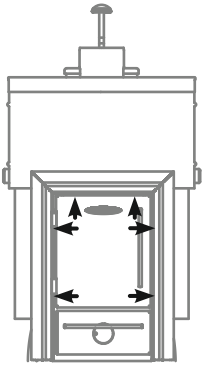

Рисунок 9. Место установки саморезов
1) открутить саморезы 6 шт., которыми прикрепляется дверка с рамкой к топливному каналу и снять ее (см. рисунок 9);